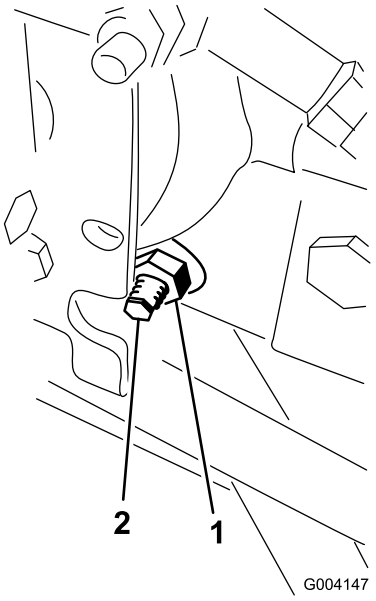

Figur 82
3. Løsn låsemøtrikken på traktionsjusteringsknasten til højre for hydrostaten (Figur 82).